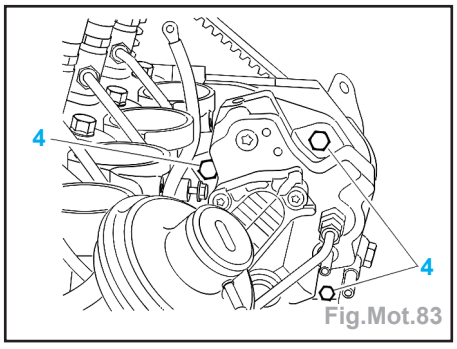

Fig.Mot.83
• les 3 vis (4) de fixation de pompe sur son support la pompe (Fig.Mot.83),